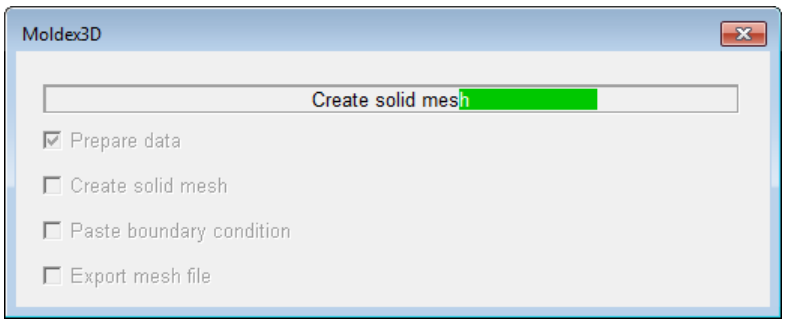

Figure 2-21 *The* ***Moldex3D*** *window*
4. Choose the **OK** button; the dialog box gets closed and the **Moldex3D** window showing the progress of solid mesh generation is displayed, refer to Figure 2-21.